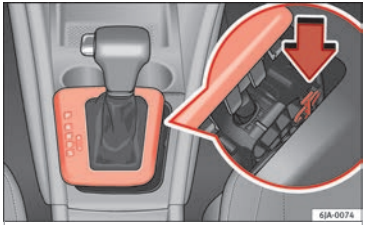

Fig. 135 Manual release of the selector lever.
– Press the yellow plastic part with your finger in the direction indicated by the arrow ››› **Fig. 135**.